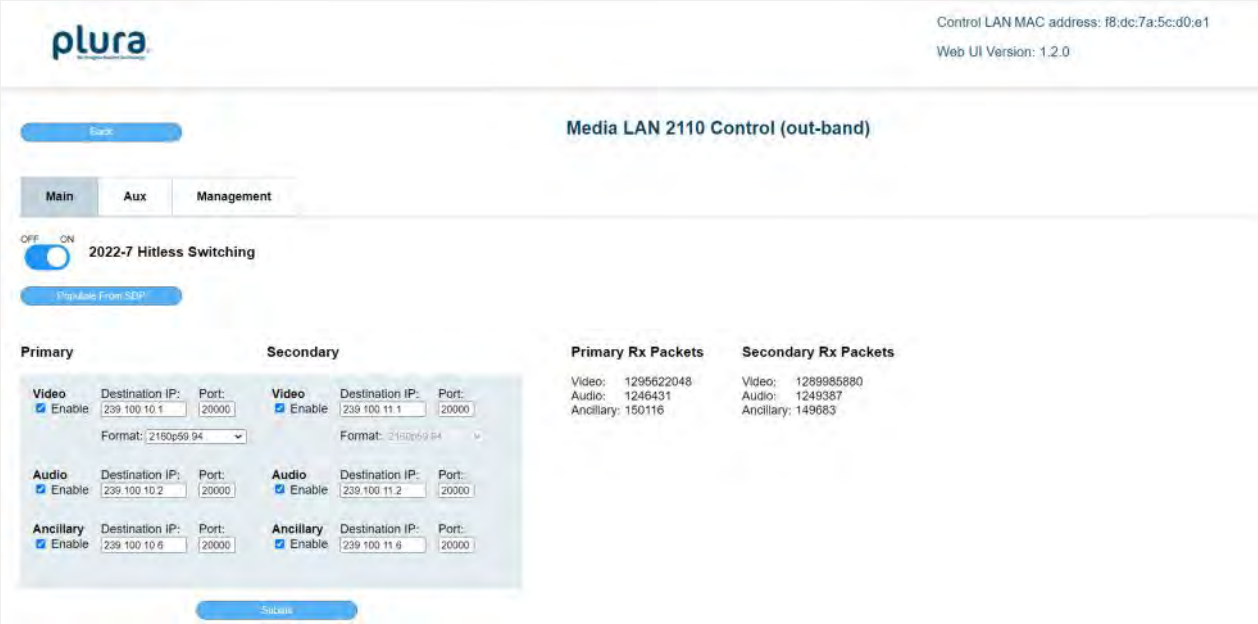

Figure 21. Main Tab
- The Media LAN 2110 Control has two-tab options for out-band control: Main and Management. Figure 21 below shows the UI Main Tab.